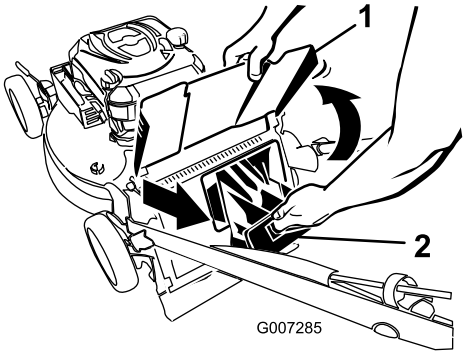

Figuur 32
1. Breng de afvoergeleider omhoog en houd deze omhoog (Figuur 32).
2. Trek de afsluiter van het achteruitwerpkanaal eruit (Figuur 32).